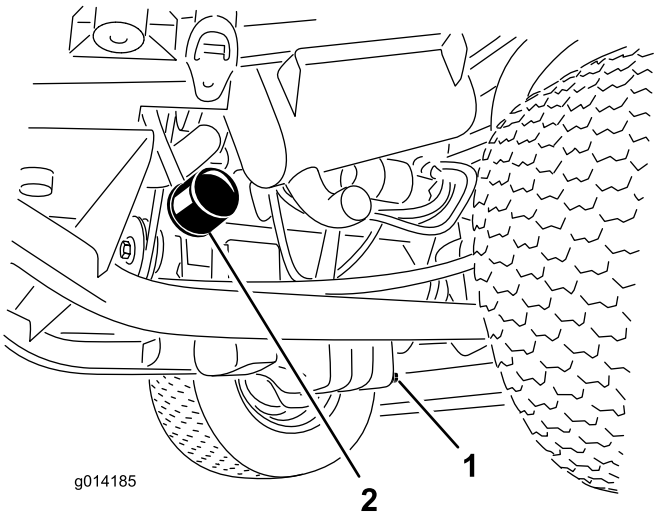

Figur 34
1. Fjern aftapningsproppen (Figur 34), og lad olien flyde over i aftapningsbeholderen.
3. Fjern oliefilteret (Figur 34).